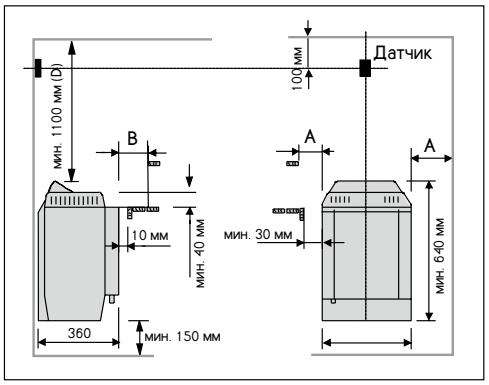
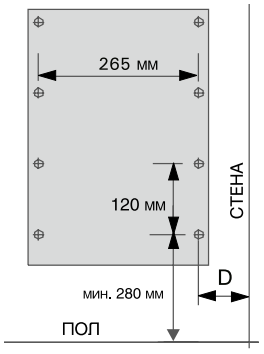

Рисунок 4. Расстояния безопасности
Рисунок 5. Установка крепёжной рамы (D-SE, KV-SE)
- При расположении каменки выполняются условия минимальных расстояний, изображенных на рис. 4 и указанных в таблице 1.
1. Прикрепите установочный кронштейн к стене винтами, входящими в комплект поставки кронштейна. Соблюдайте безопасные минимальные расстояния, указанные на рисунке 4. Установочные размеры кронштейна показаны на рис. 5.
1. С помощью прилагаемых шурупов прикрепите к стене монтажную раму, соблюдая минимальные расстояния, указанные в таблице 1 и на рис. 4. Установка рамы изображена на рис. 5.
Перед установкой необходимо принять во внимание минимальные расстояния до легковозгораемых материалов. См. табл. 1 и рис. 4.